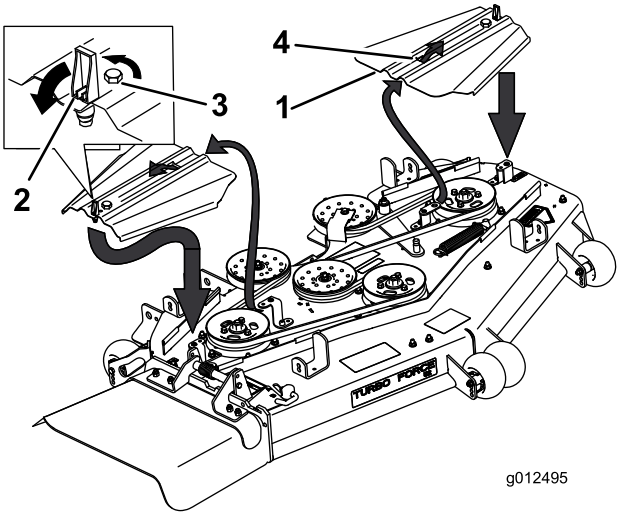

Figur 67
3. Fjern remskærmene og de bolte, der sidder på dem (Figur 67).
9. Monter remskærmene ved at skubbe skærmen ind i tappen, stramme boltene og lukke låsene (Figur 67).